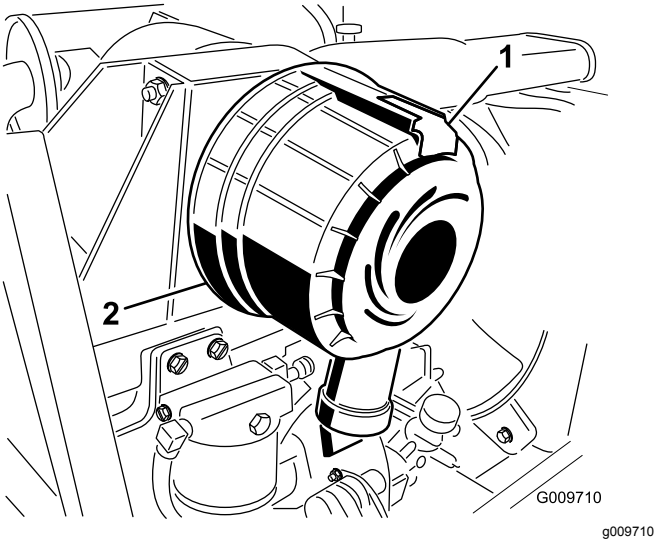

Figur 50
1. Trekk låsen utover, og drei luftrenserdekselet mot urviseren (Figur 50).